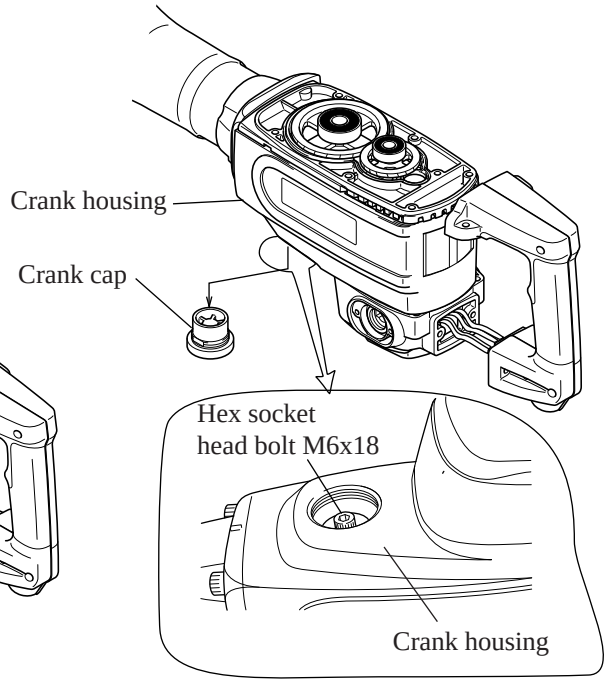

Fig. 12
(2) Remove crank cap from crank housing. Then, you can see hex socket head bolt M6x18 with which connecting rod and crank shaft are connected. See Fig. 12.